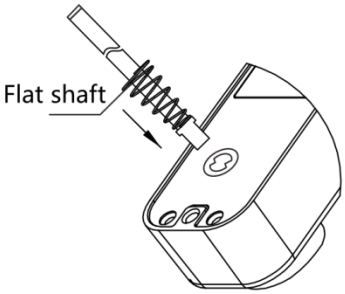

FIG7D
3) Włóż jeden koniec płaskiego wału ze sprężyną blokującą do okrągłego otworu zamka panelu przedniego (jak na rys. 7D).